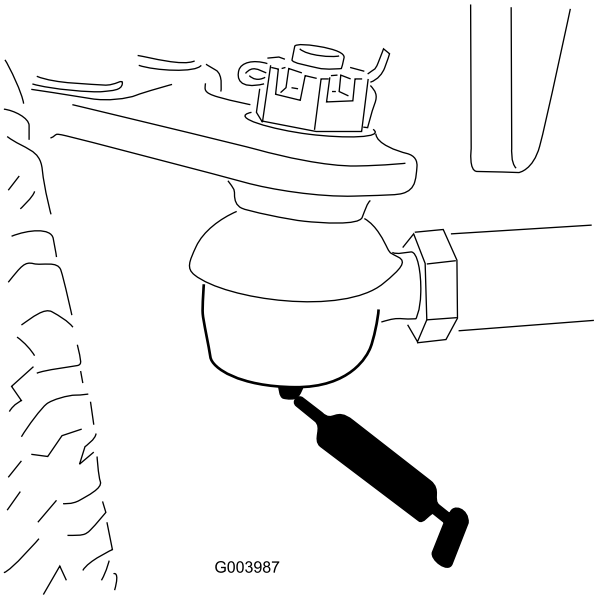

Rysunek 54
- Drążek kierowniczy tylnej osi (2) (Rysunek 54)